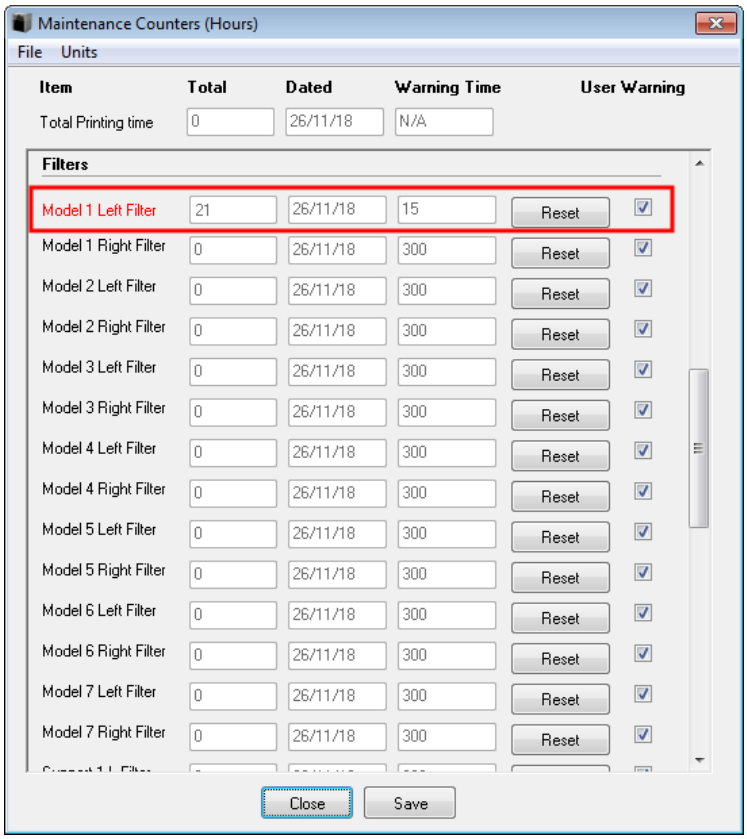

Figure 4-143 Maintenance Counters screen, showing material filters
17. In the *Maintenance Counters* screen, click Reset and then Close (see Figure 4-143 on page 4-91).